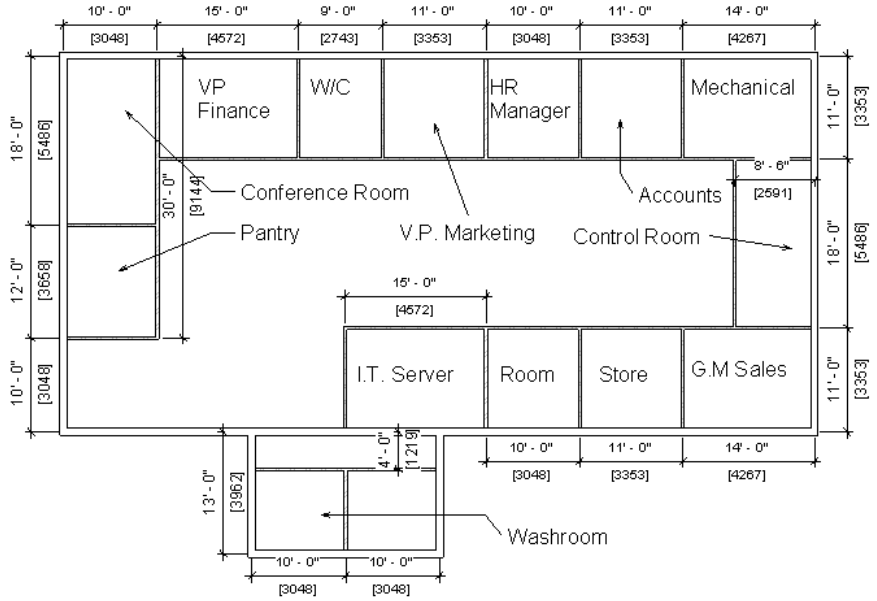

Figure 3-72 *Layout of internal walls for Office Building*
7. Similarly, you can draw other interior walls by using the **Line** tool, refer to Figure 3-72.